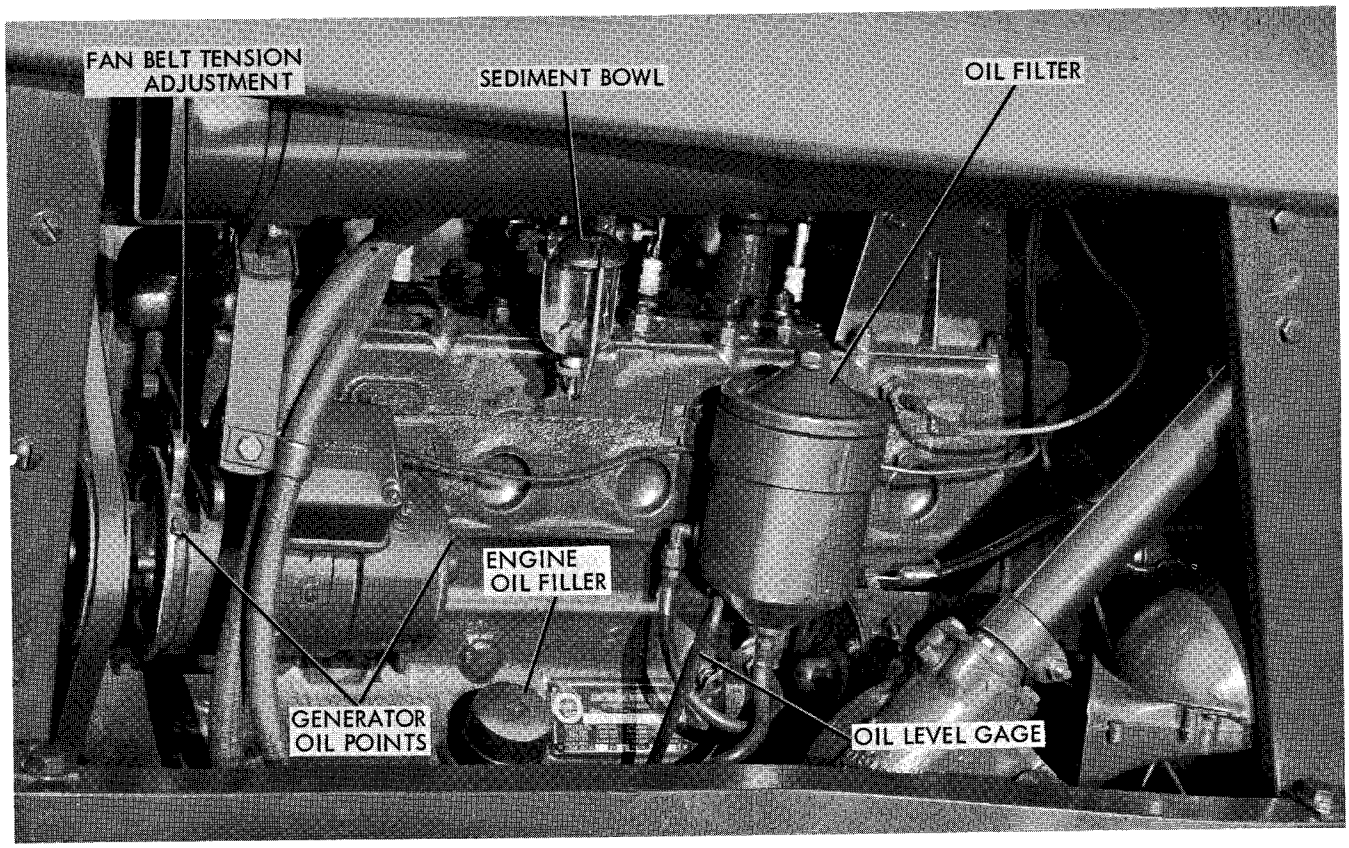
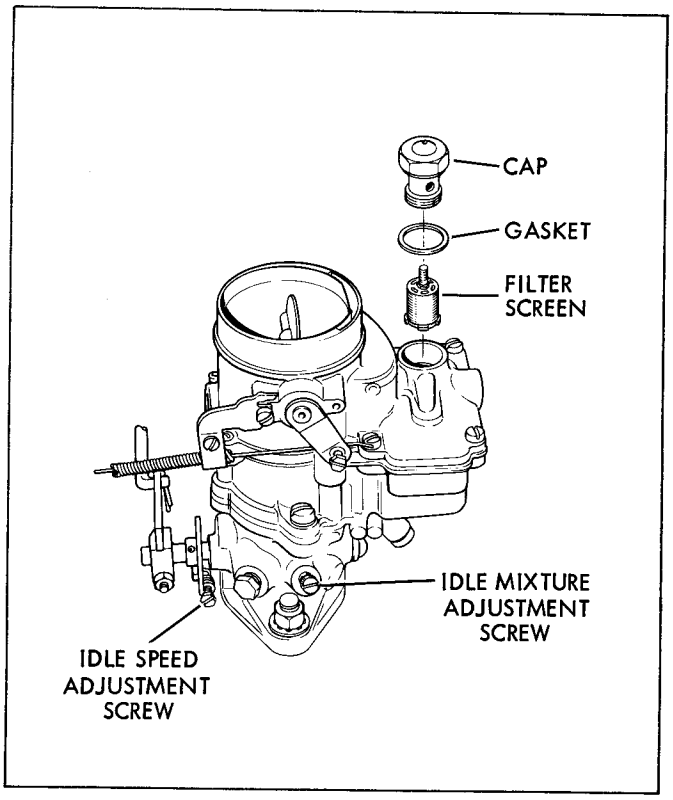

Figure 9. Left Side View of Engine
Figure 10. Carburetor Fuel Filter
Your Series V Tractor is equipped with two filters in the fuel line. One is a metal screen in the sediment bowl below the fuel tank (see figure 9). The other is a disc-type filter in the carburetor (see figure 10). It should be noted here that whenever trouble occurs, and indications point to a lack of fuel, one of the first things to suspect is a clogged filter, and it will generally be the one in the carburetor.
Check the fan belt tension at every oil change. Correct tension should allow between 3/4 inch and 1 inch slack on the long span. To adjust the tension, loosen the adjusting screw (see figure 9) and either move the generator away from the engine to increase the tension, or closer to the engine to relax the tension. When correct tension is obtained, tighten the adjusting screw.
6. Setting the idle mixture and idle speed adjustment screws on the carburetor (see figure 10).